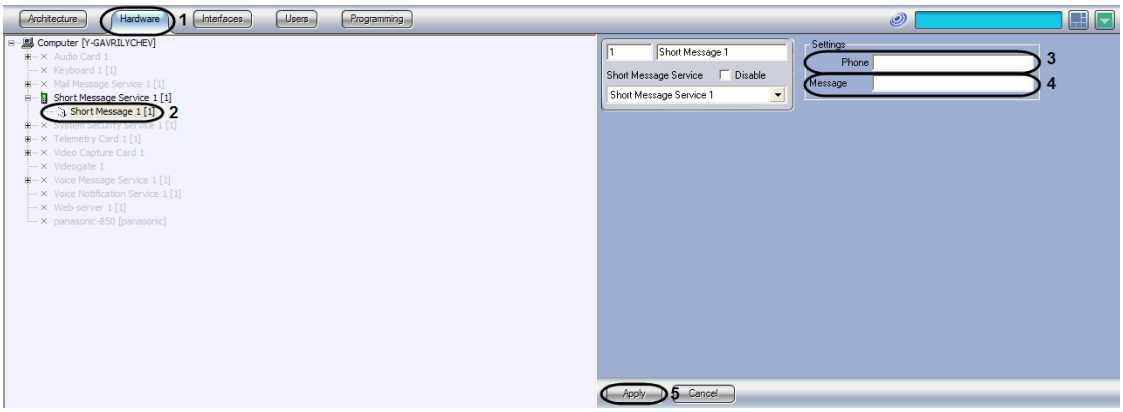

Figure 8.10-4. Creating and setting up the Short Message object
1. Go to the Hardware tab of the System Settings window (Figure 8.10-4).